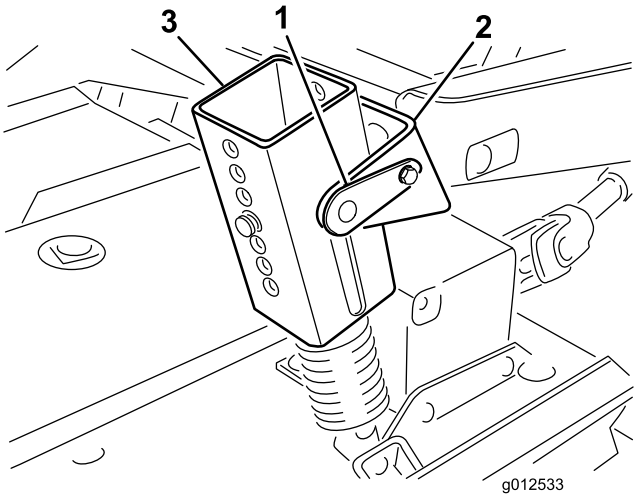

**Figur 1**
2. Kun på traktionsenheder i 200-serien skal du frakoble modvægten fra traktionsenheden, fjerne låsestifterne fra beslagene, adskille fjederspændingsenhederne fra beslagene og placere dem på skjoldet. Fastgør løst låsestifterne til beslagene, så du ikke mister dem (Figur 1).